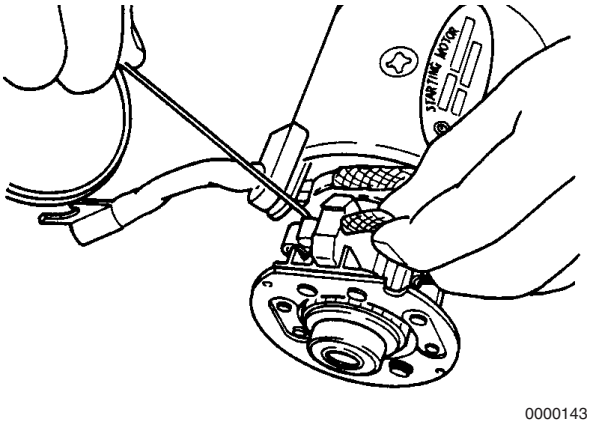

Figure 10-6
6. Pull the brush springs up using a brush spring puller. On the negative (-) side, bring the brush spring into contact with the side of the brushes to hold the brushes clear of the commutator surface. On the positive (+) side, remove the brushes from the brush holder assembly **(Figure 10-6)**.